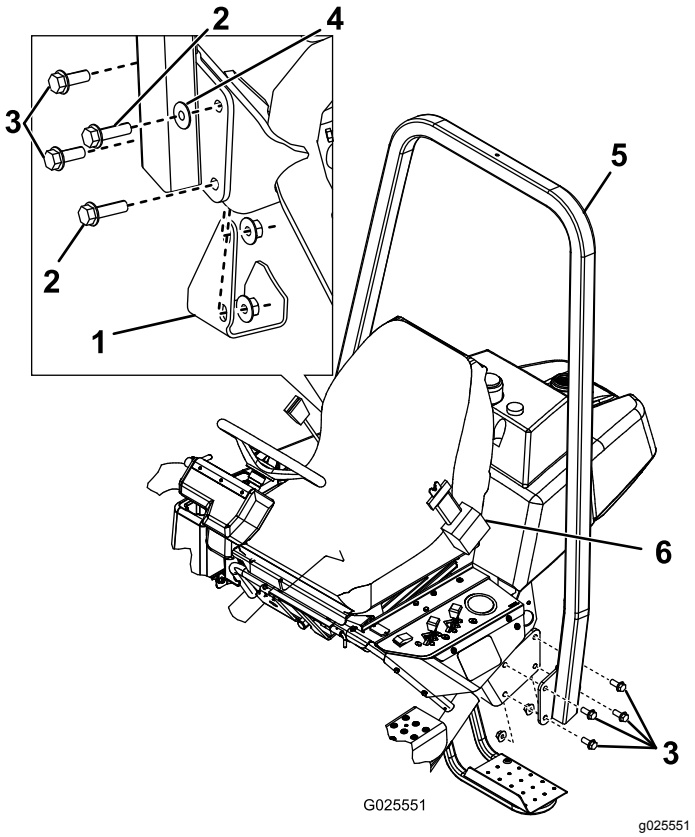

Figur 6
2. Sænk styrtbøjlens ramme (Figur 6) ned på monteringsbeslagene, så monteringshullerne rettes ind.
3. Fastgør venstre side af styrtbøjlen til monteringsbeslaget med 4 bolte (1/2 x 1,5 tommer) og låsemøtrikker (Figur 6). Tilspænd fastgørelsesanordningerne med et moment på 91 til 115 N·m.
4. Fastgør højre side af styrtbøjlen og den donkraftpude, du fjernede tidligere, til monteringsbeslagene med 2 bolte (1/2-1,5 tommer), 2 bolte (1/2 x 1,75 tommer), 1 spændeskive og låsemøtrikker som vist i Figur 6. Tilspænd fastgørelsesanordningerne med et moment på 91 til 115 N·m.
Vigtigt: **Sørg for, at du monterer spændeskiven i den korrekte placering som vist i Figur 6.**